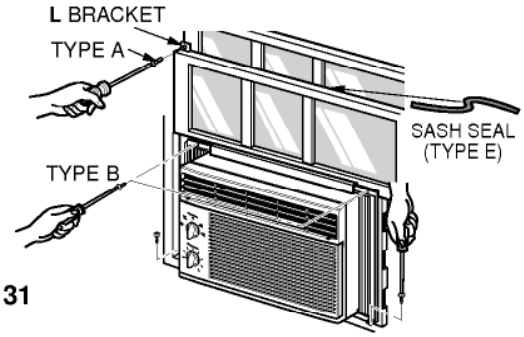

Figure 31
Extend the guide panels (TYPE F) to fill the window opening using 4 screws (TYPE B) to secure them, as shown in Figure. 31.
a. Cut the sash seal (TYPE E) to the window width. Stuff the sash seal between the glass and the window to prevent air and insects from getting into the room, as shown in Figure. 31.
b. Fasten the **L** bracket using a (TYPE A) screw, as shown in Figure. 31.